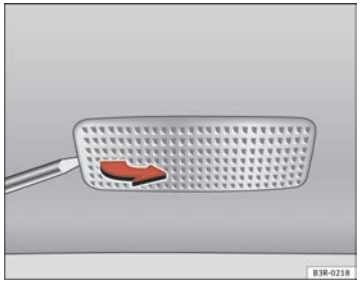

Fig. 228 Removing sun visor light
– Remove the bulb carefully, using the screwdriver on its flat side ⇒ fig. 228.